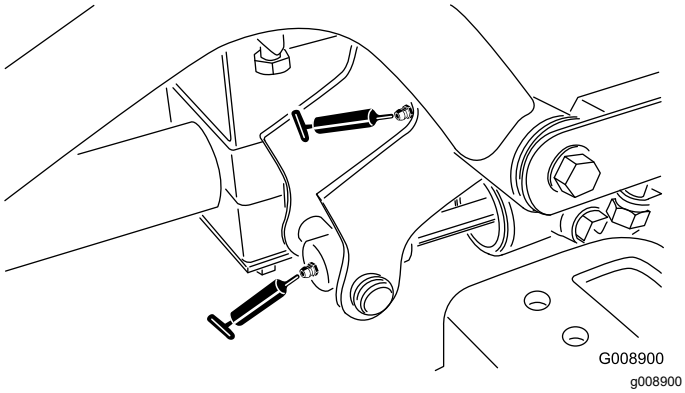

Figura 39
- 2 articulações dos braços de elevação dianteiros direitos e cilindro de elevação (Figura 39)